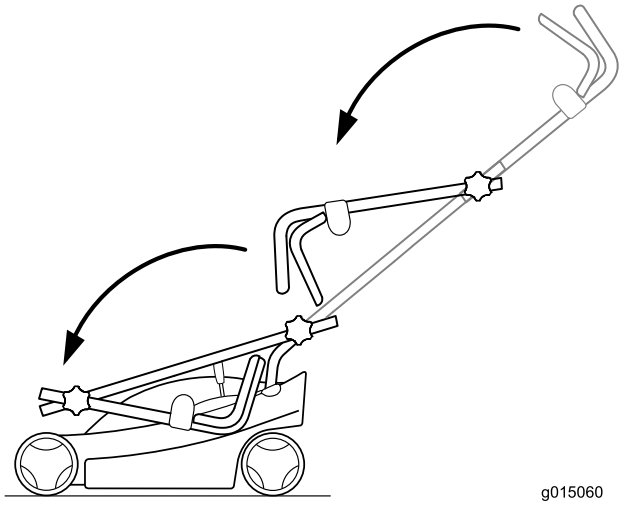
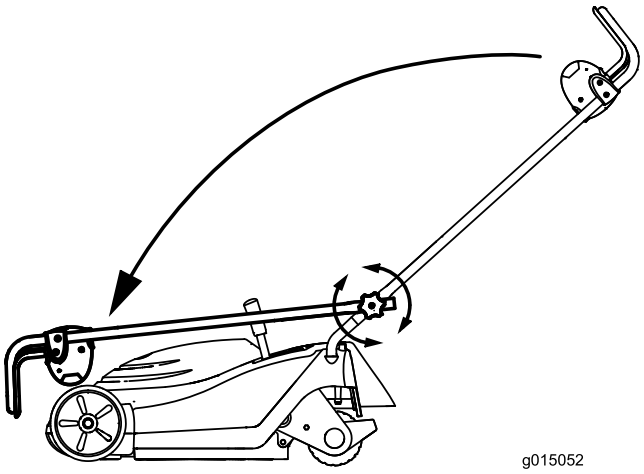

Figur 19
Figur 20
3. Brett håndtaket som vist i Figur 19 og Figur 20, avhengig av modellen din.